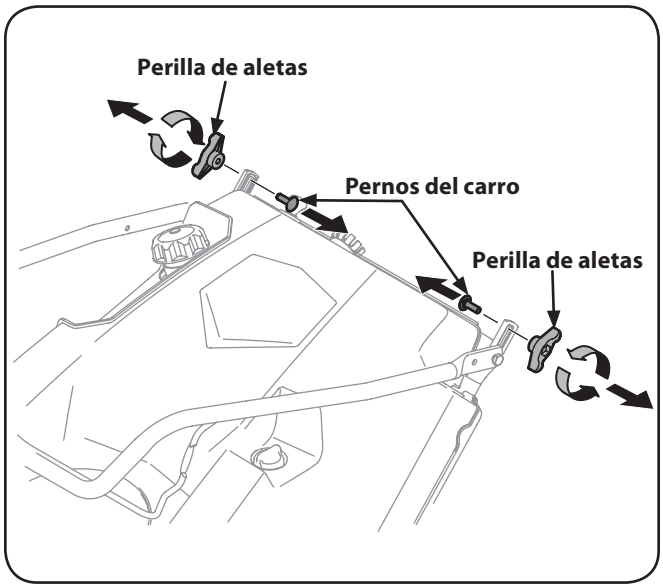

Figura 3-1
1. Extraiga las perillas de aletas y el perno del carro de la parte de arriba de la manija inferior. Vea la Figura 3-1. No es necesario extraer el tornillo con reborde y la tuerca de seguridad con brida que están debajo de la perilla de aletas y del perno del carro.